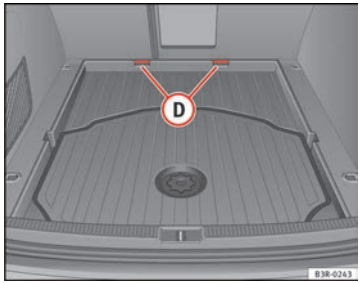

Fig. 123 Floor panel removed for increased luggage space
– Pull the complete floor panel towards the rear of the vehicle so it comes out of the retainers (D) ⇒ Fig. 123.